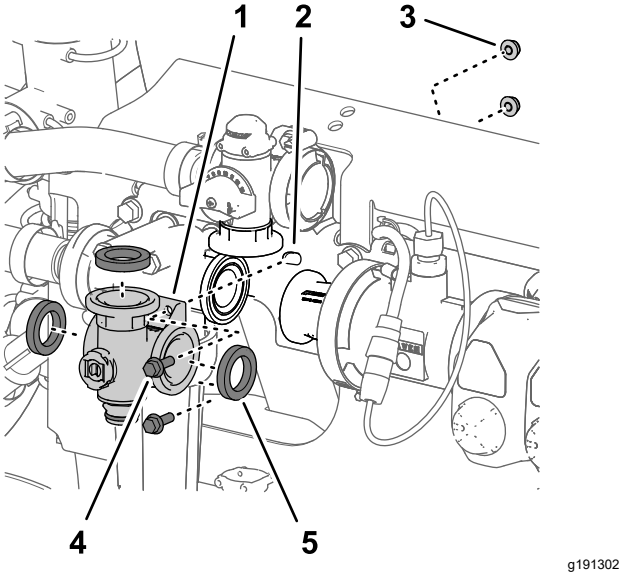

Figuur 119
3. Verwijder de 2 flensbouten (¼" x ¾") en 2 flensborgmoeren (¼") waarmee de mengklepverdeler bevestigd is aan de klepsteun (Figuur 119).
4. Verwijder de mengklepverdeler en de pakkingen van de machine (Figuur 119).